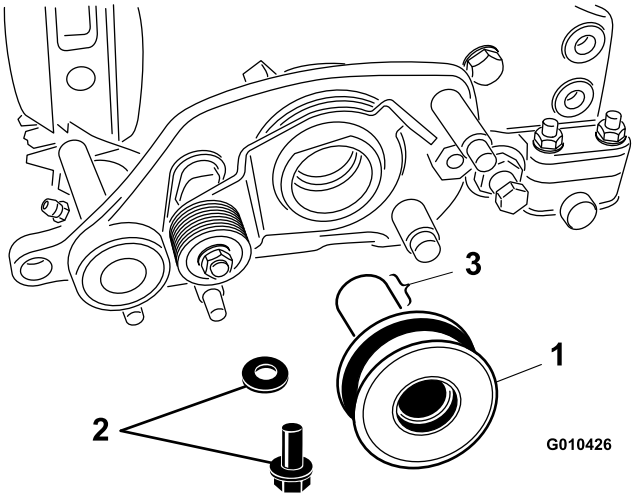

Figure 12
1. Apply grease to the internal spline and outer surface of the pulley assembly (Figure 12).
3. Secure the pulley assembly to the reel shaft with a bolt (M6–1 x 20 mm) and washer (Figure 12).